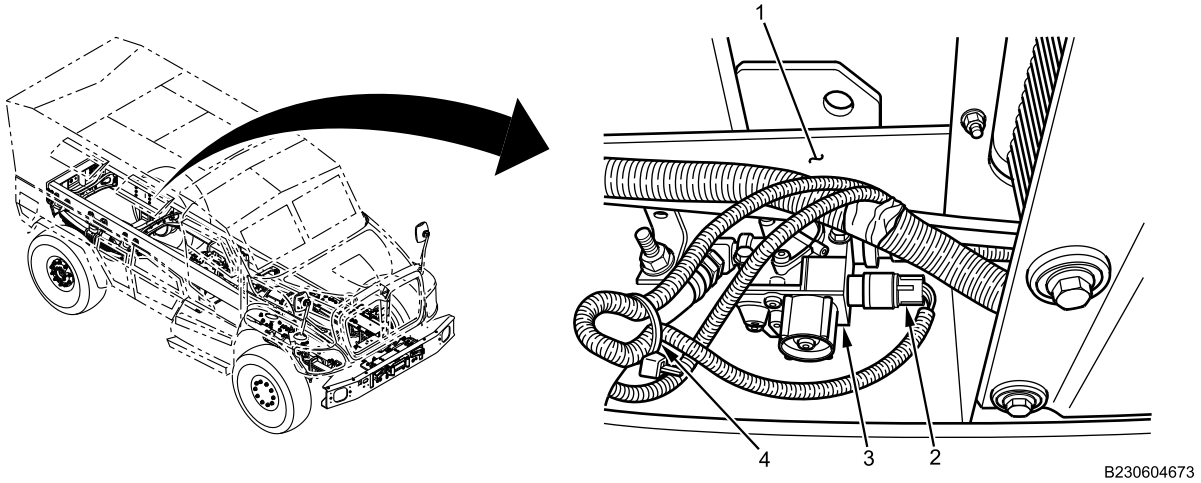

Figure 2. Left Modulator Valve.
5. Disconnect three-pin connector (Figure 2, Item 2) from modulator valve (Figure 2, Item 3) on left frame rail (Figure 2, Item 1).
6. Remove and discard cable lock strap (Figure 2, Item 4).